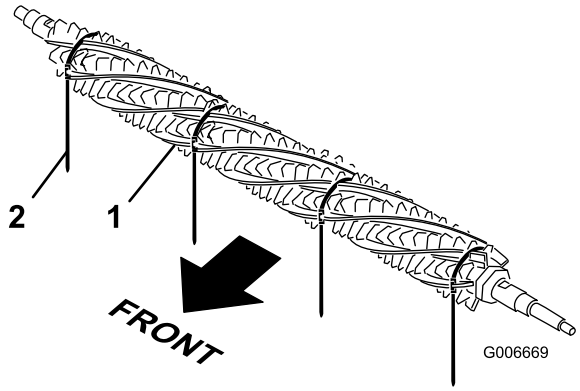

Bild 36
1. Schieben Sie von einer Seite der Groomerspindel eine Bürste in jede Rille um die ganze Länge der Groomerspindel (Bild 36).